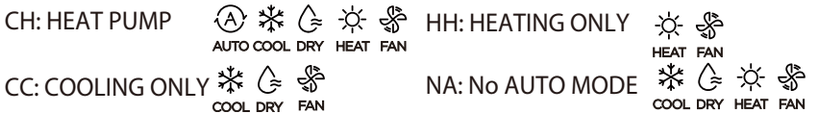

Fig. 82 — Press CONFIRM
2. Press **CONFIRM** to enter **TYPE**, press **UP or DOWN** arrow to select the type (see Fig. 82).